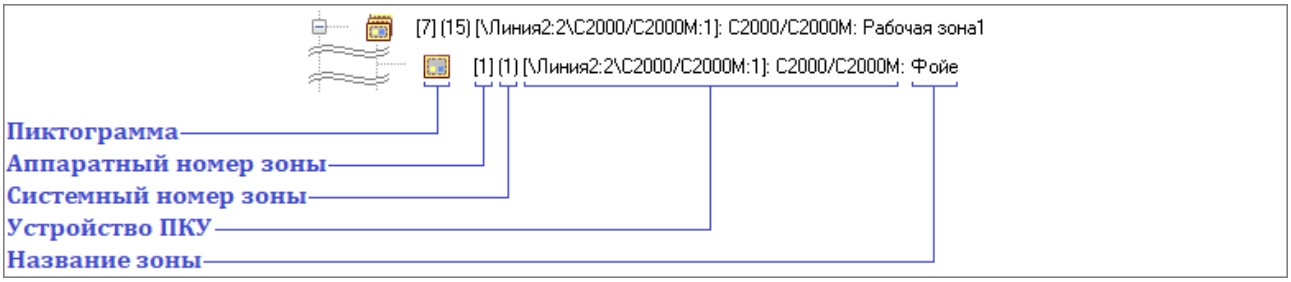

Рисунок 6-290 Отображение объекта "Аппаратная зона" в дереве зон как принадлежащего узлу "Аппаратная группа зон"
– узлу «Аппаратная группа зон» (см. Рисунок 6-290),